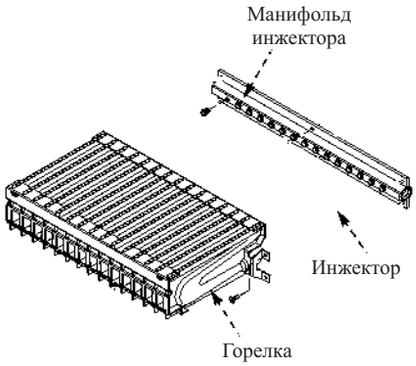

Рисунок 4-9
2. Вывинтите винты, которыми крепится манифольд инжектора к выпускному патрубку, и выньте манифольд (Рисунок 4-9) .